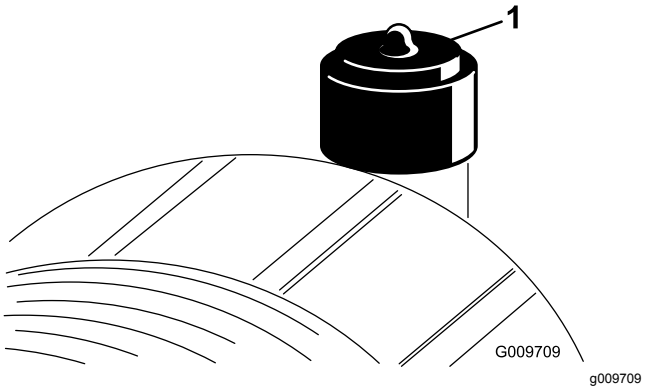

Figur 45
- Byt ut luftrenarinsatsen när luftrenarindikatorn (Figur 45) är röd. Rengör inte luftfilterinsatsen för noga.